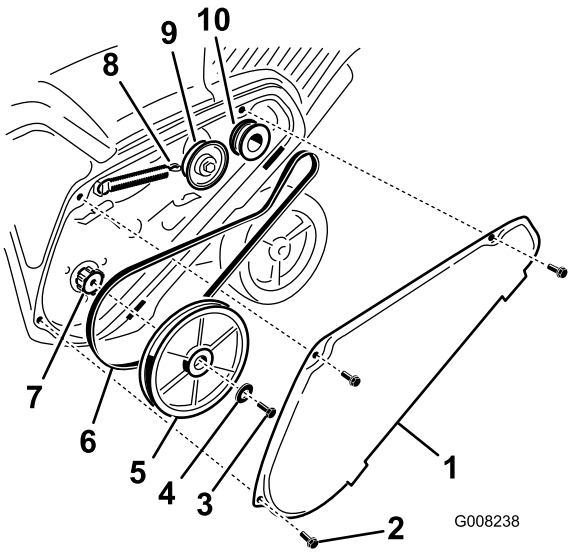

Figur 36
1. Fjern drivremdekselet ved å fjerne de tre boltene som vist i figur Figur 36.
2. Hekt løs bremsefjæren fra lederullarmen for å avlaste remmens spenning (Figur 36).
3. Fjern skruen og bueskiven som holder rotorremskiven (Figur 36).
4. Fjern rotordrivremmen og drivremmen (Figur 36).
Merk: Før den nye drivremmen først rundt motorremskiven, så lederullen og til slutt rundt den løse rotorremskiven posisjonert rett over rotorakselen (Figur 36).
6. Monter rotorremskiven på rotorakselen (Figur 36).
7. Monter bueskiven og rotorremskivebolten og stram den godt til (Figur 36).